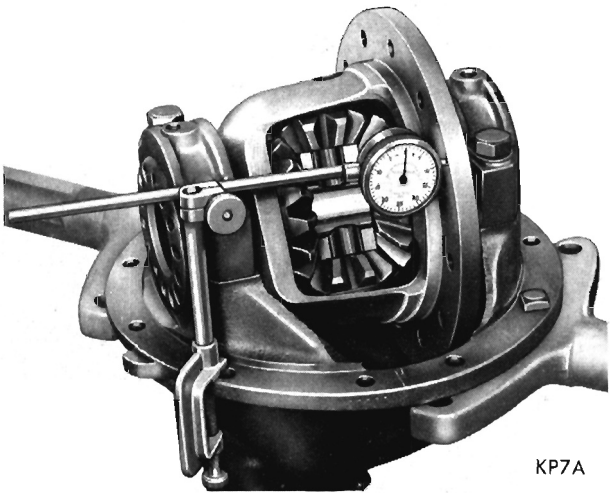

Fig. 19—Checking Drive Gear Mounting Flange Runout
(1) Mount differential case and ring gear assembly in a vise equipped with soft jaws (brass).
(2) Remove drive gear bolts. BOLTS ARE LEFT HAND THREAD. With a non-metallic hammer, tap drive gear loose from differential case pilot and remove.
(3) If drive gear runout exceeded .005 inch in step 2 (under "Carrier Disassembly"), recheck the case as follows: Install differential case and respective bearing cups in carrier.
(4) Install bearing caps, cap bolts and bearing adjusters. Tighten bearing cap bolts down lightly and screw in both adjusters with spanner wrench Tool C-406A.
(5) Tighten cap bolts and adjusters sufficiently to prevent any side play in bearings.
(6) Attach a dial indicator Tool C-430 or Tool C-3339 to carrier flange so pointer of indicator squarely contacts drive gear surface of differential case flange between outer edge flange and drive gear bolt holes (Fig. 19).
(7) Rotate differential case several complete revolutions while noting total indicator reading. This reading must not exceed .003 inch runout. If runout is in excess of .003 inch, differential case must be replaced. **In a case where the runout does not exceed .003 inch it is often possible to reduce the runout by positioning the drive gear 180° from point of maximum runout when reassembling drive gear on differential case.**
(8) With a flat nose drift and hammer, remove differential pinion shaft lock pin from back side of drive gear flange. (The hole is reamed only part way through, making it necessary to remove lock pin from one direction.)
(9) With a brass drift and hammer, remove differential pinion shaft and axle drive shaft thrust block.
(10) Rotate differential side gears until each differential pinion appears at large opening of case. Remove each pinion and thrust washer at that time.
(11) Remove both differential side gears and thrust washers.